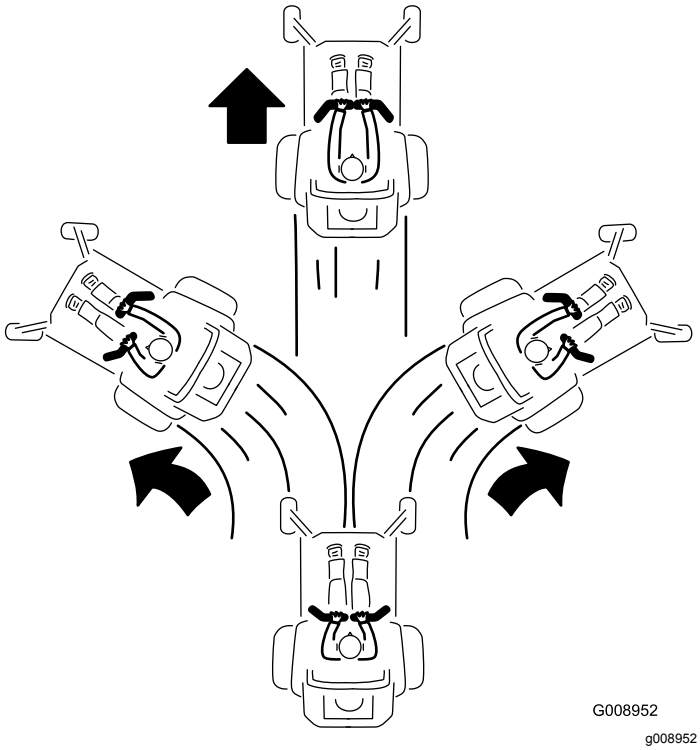

Rysunek 33
3. Aby jechać do przodu, powoli przesuń do przodu dźwignie kierowania (Rysunek 33).